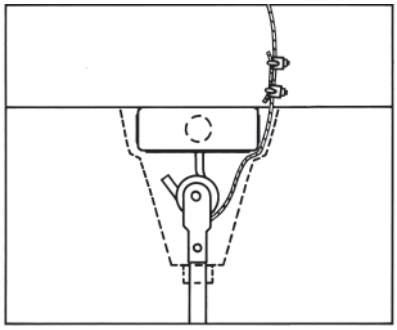

Figure 3
9. Ce ventilateur est équipé d'un câble de sécurité auxiliaire. Ce câble doit être fixé sur les poutres structurelles d'une telle manière qu'il puisse supporter le poids du ventilateur dans le cas où le crochet de suspension ou une autre pièce lâcherait. Après avoir entouré le câble une structure de sou-tien pouvant supporter 136 kg, fixer le à câble avec les attaches fournies comme illustré en Figure 3 (Remarque : Tout matériel additionnel nécessaire pour des installations spécifiques peut s'acheter chez votre distributeur local).
PRÉCAUTION IMPORTANTE : Le câble de sécurité ne doit pas être placé entre la roulette en caoutchouc et le crochet, mais comme illustré en Figure 3.
10. En suspendant le ventilateur au crochet en J fourni, s'assurer que le câble en haut de la tige est positionné derrière le crochet en J comme illustré en Figure 3.